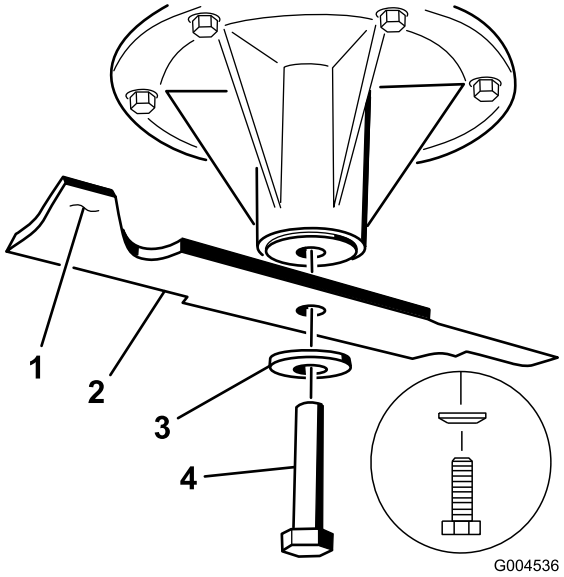

Figur 89
2. Fjern den venstre og midterste skæreknivsbolt, den buede skive og skærekniven fra spindelakslen (Figur 89).